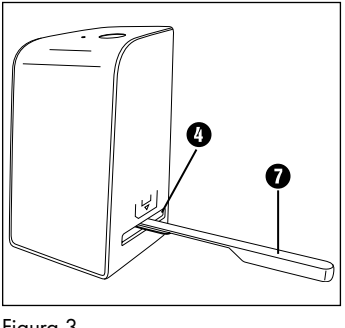

Figura 3
♦ Pulire la superficie della retroilluminazione all'interno dell'apparecchio servendosi dell'apposito spazzolino ❼. Infilare lo spazzolino con la superficie pulente rivolta verso il basso solo nello slot a destra ❹ (vedere figura 3).